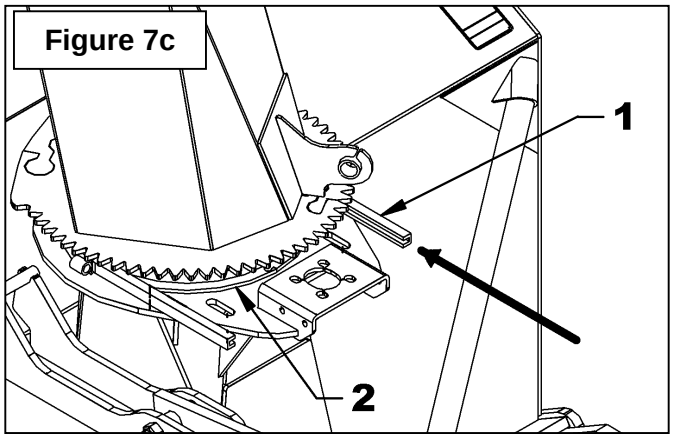

Figure 7c
5. **Figure 7c:** Raise the chute slightly, about 1/4" and wind the rotation bushing (item 1) between the welded retaining plate and the chute (item 2) by inserting it as illustrated. Fold back the rotation bushing around the chute.